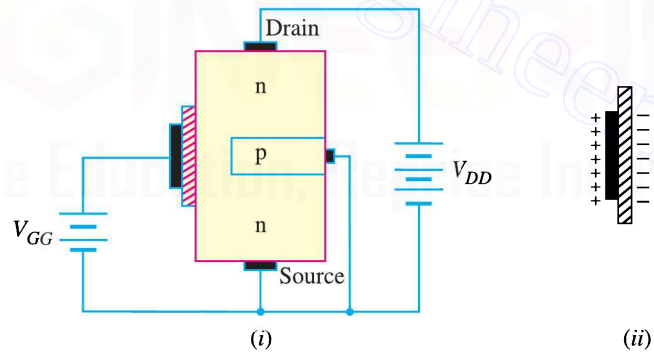

Fig. 19.48
***(ii)* Enhancement mode.** Fig. 19.48 (*i*) shows enhancement-mode operation of *n*-channel *D-MOSFET*. Again, the gate acts like a capacitor. Since the gate is positive, it induces negative charges in the *n*-channel as shown in Fig. 19.48 (*ii*). These negative charges are the free electrons drawn into the channel. Because these free electrons are added to those already in the channel, the total number of free electrons in the channel is increased. Thus a positive gate voltage *enhances* or *increases* the conductivity of the channel. The greater the positive voltage on the gate, greater the conduction from source to drain.